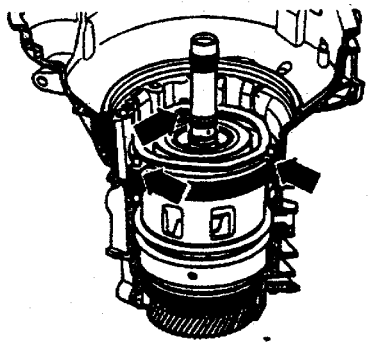

图 3-64
(22) 如图 3-64 所示，按照以下步骤安装 B2 摩擦片：先装入一个 3mm 厚的外摩擦片，将 3 个弹簧头装到外摩擦片上，装入压缩环（图中箭头所示）。装入所有的摩擦片，但不装入最后一片摩擦片（只有装波纹弹簧垫圈的变速器，制动器的间隙 B2 才是由最后一片 3mm 摩擦片的厚度决定的）。